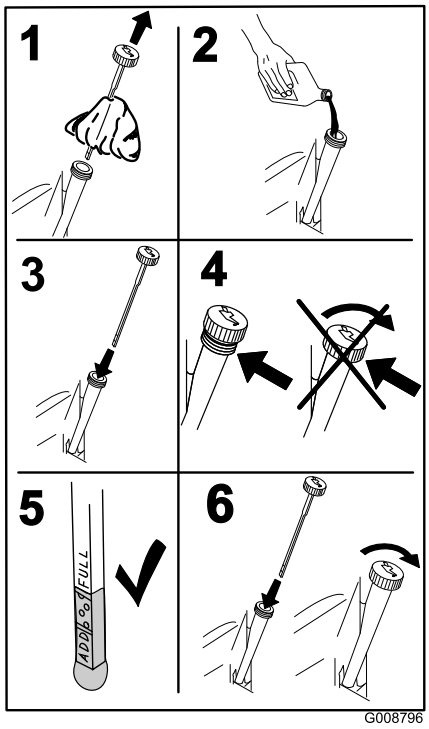

**Figur 34**
7. Häll långsamt ca 80 % av den angivna oljan i påfyllningsröret och tillsätt långsamt ytterligare olja tills den når markeringen **Full** (Figur 34).